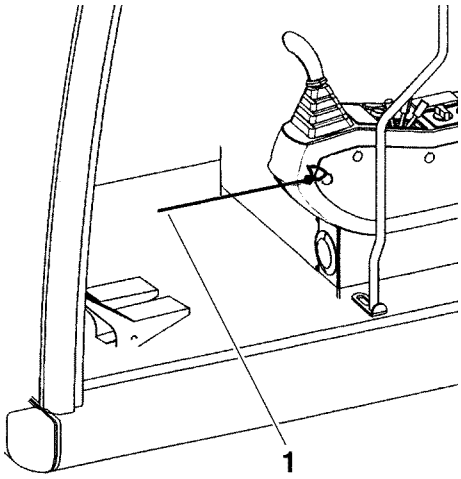

Afb.18 Veiligheidspal
N.B.! Tijden het warmdraaien moet de veiligheidspal omhoog staan (zie afb. 18).